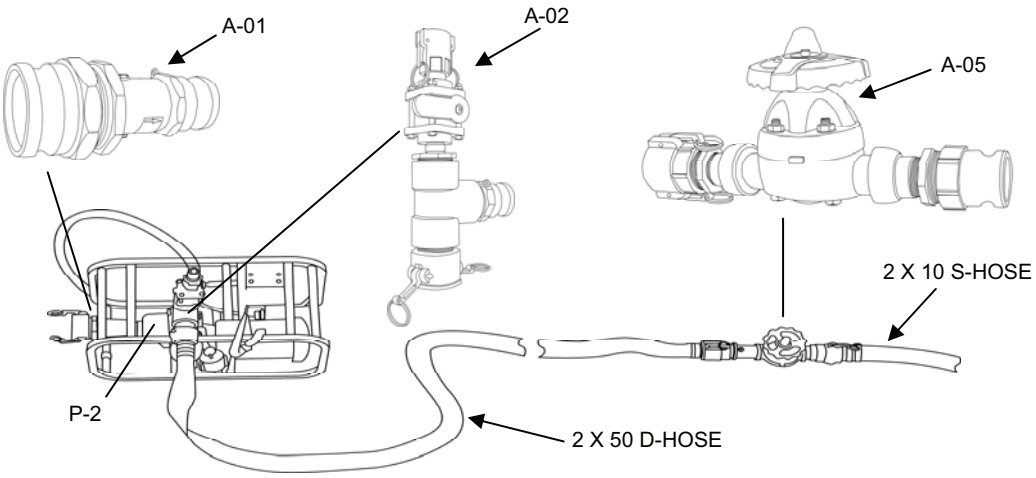

Figure 13. P-2 Pump Only Configuration Deployment.
1. Position the raw water pump as follows (Figure 13):